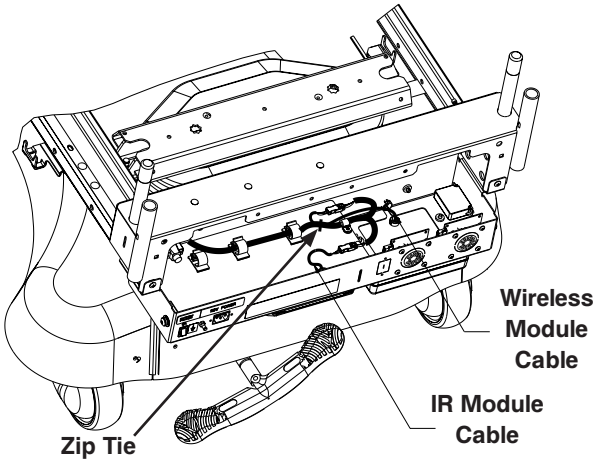

Figure 2
10. Route the wireless module cable from its connection point out through the hole in the pendant port cover to remove the assembly shown in Figure 2.